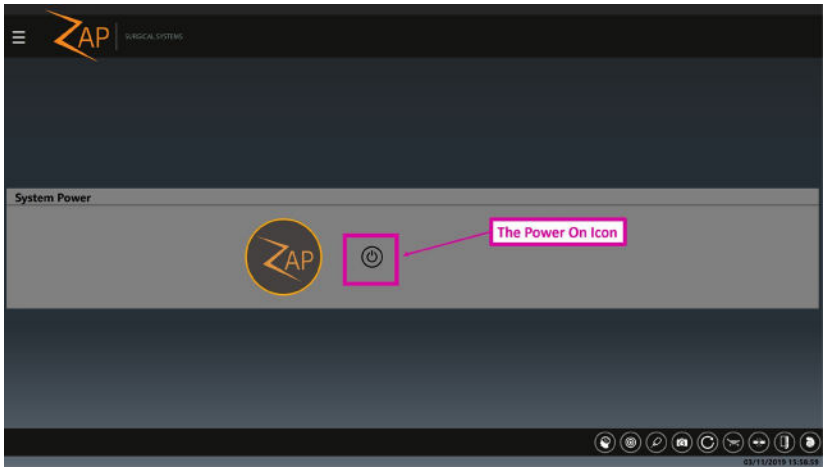

Figure 3.1.3 : L'icône de mise sous tension
2) L'écran de l'IU principal affichera le tableau de bord comme étant hors tension. (Figure 3.1.3) Cliquez sur le bouton d'alimentation pour initier la mise sous tension du système.